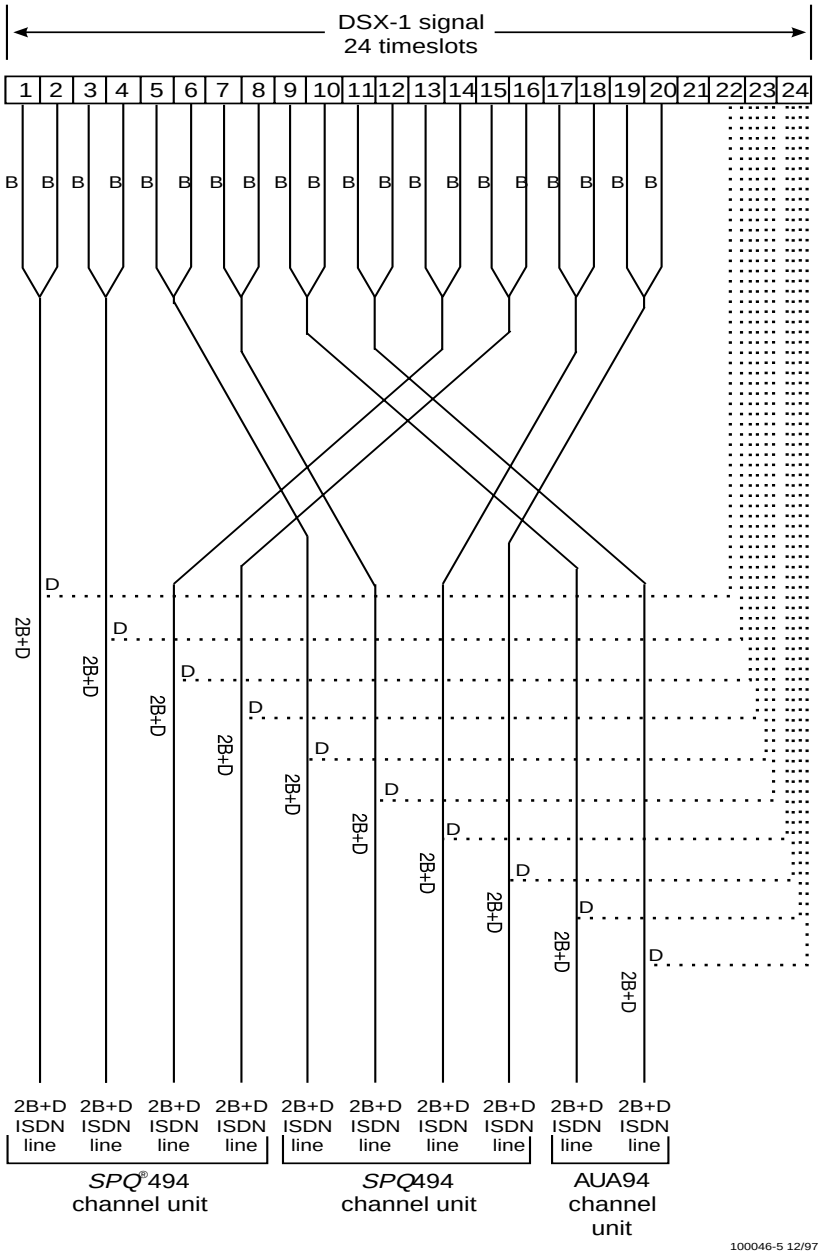

Figure 8-13. Building an ISDN 2B+D Line from a DSX-1 Signal in the NBS (Octet Mode)
To provide ISDN 2B+D service in the octet mode, you must manually provision the cross-connections using the SLC-2000 HDT CIT. Figure 8-13 shows the following process of how the V-DT uses the 24 time slots of its DSX-1 feeder signal to support two *SPQ*494 quad IDSN channel units and an AUA94 dual ISDN channel unit. This combination can produce ten ISDN lines providing 2B+D service:
The time slot representation shown in Figure 8-13 is used to explain the concept of how the system uses the 24 time slots of a DSX-1 signal to build the 2B+D ISDN lines. The actual time slots are assigned by the system and vary according to system requirements. However, the concept for building the 2B+D ISDN lines is the same as described below.
- A “B” data channel equates to a 64-kb/s DS0 signal that can be used for voice connections or equipment connections such as a computer. As shown in Figure 8-13, each “B” channel uses 1 time slot of the 24 time slots in the DSX-1 signal (therefore, “2B” uses 2 time slots). In Figure 8-13, the first ISDN line uses time slots 1 and 2 for its “B” channels.
- A “D” signaling channel equates to a 16-kbs signal that is used to carry signaling and overhead data. As shown in Figure 8-13, each “D” channel uses one-fourth of a time slot. In Figure 8-13, the first ISDN line uses one-fourth of time slot 22 for its “D” channel.
- As shown in Figure 8-13, each *SPQ*494 quad ISDN channel unit provides four 2B+D ISDN lines. These four lines use a total of 9 time slots of the 24 time slots in the DSX-1 feeder signal (8 time slots for the 8 “B” channels and 1 time slot for the 4 “D” channels). This allows the V-DT to contain two *SPQ*494 channel units using 18 time slots.
- As shown in Figure 8-13, the V-DT can also contain an AUA94 dual ISDN channel unit. This unit provides two 2B+D ISDN lines using a total of 4 ½ time slots (four time slots for the four “B” channels and one-half time slot for the two “D” channels).